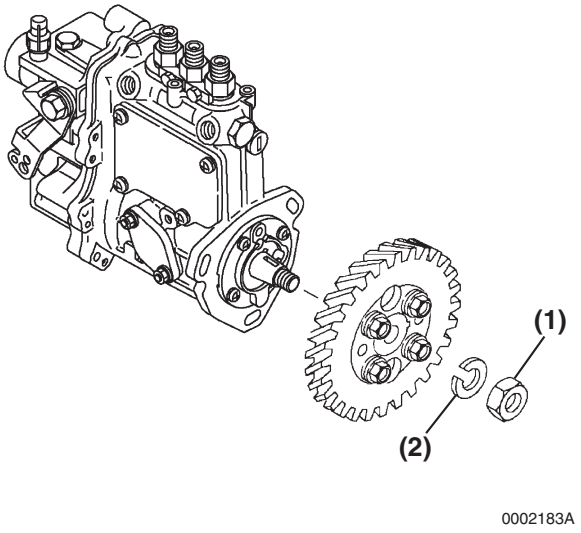

Figure 7-18
5. Reinstall the fuel injection pump drive gear lock washer **(Figure 7-18, (2))** and nut **(Figure 7-18, (1))**. Do not lubricate threads of the nut or shaft. Hold the crankshaft pulley bolt with a socket wrench and tighten the drive gear nut to the specified torque. *See Special Torque Chart on page 7-7.*